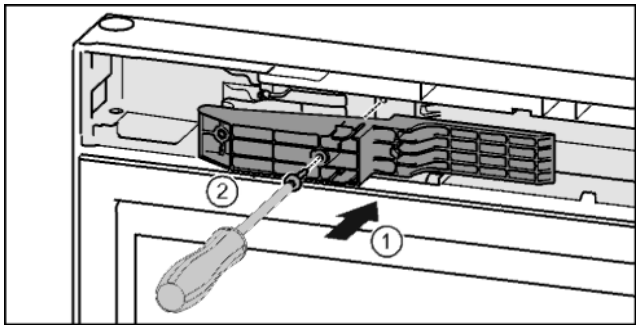

*Fig. 45**
▶ Вставить деталь адаптера в отверстие на стороне ручки. *Fig. 45 (1)**
▶ Затянуть винты отверткой T15. *Fig. 45 (2)**